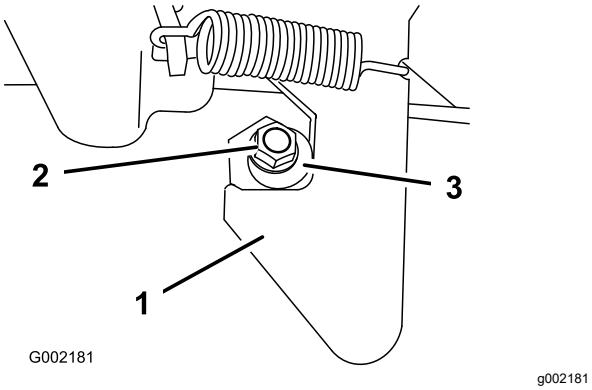

Figur 69
1. Lossa låsmuttern i änden av spärrstiftet (Figur 69).
2. Vrid spärrstiftet medsols tills det sitter tätt mot haken på spärrhaken (Figur 69).